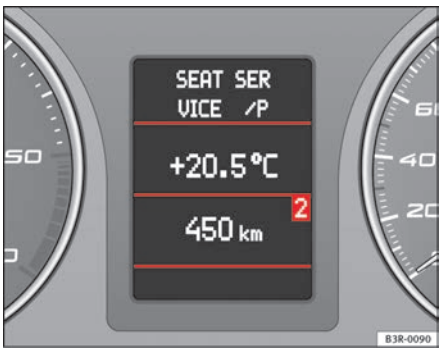

Fig. 64 Driver information system
- Press the MODE button (B) repeatedly to switch between modes, which are then displayed in the driver information system ⇒ fig. 64.
- Scroll and press the left thumbwheel (A) to select a function from one of the menus.
- The speech control system* for the on-board phone system is enabled by pressing the talk button (C). Pressing the talk button again disables speed control*.
- Scroll the right thumbwheel (D) up/down to raise/lower the volume as desired. ■